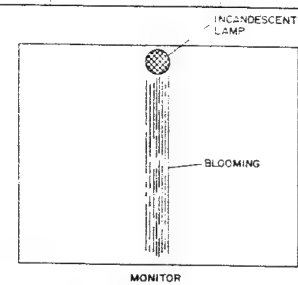

Fig. 4-3
(4) Sensor Sub Voltage Adjustment (Figs. 4-3, 4-5)